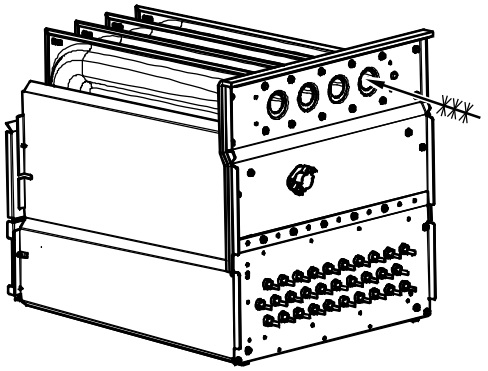

Fig. 71 - Cleaning Heat Exchanger Cell
7. Clean heat exchanger openings with a vacuum and a soft brush. See Fig. 71.